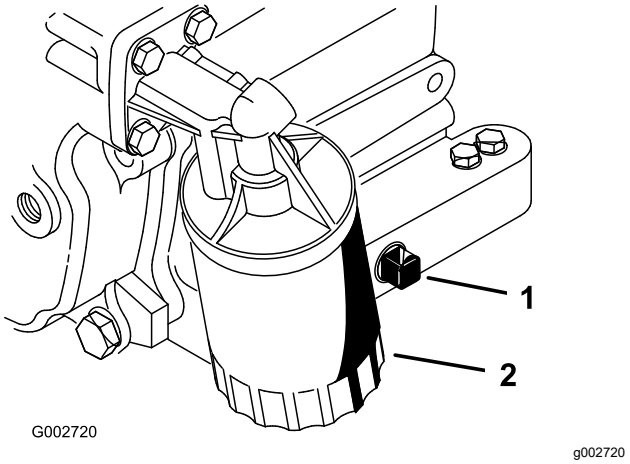

Figur 26
2. Fjern aftapningsproppen (Figur 26), og lad olien flyde over i aftapningsbeholderen. Monter aftapningsproppen igen, når olien holder op med at løbe.
3. Fjern oliefilteret (Figur 26).